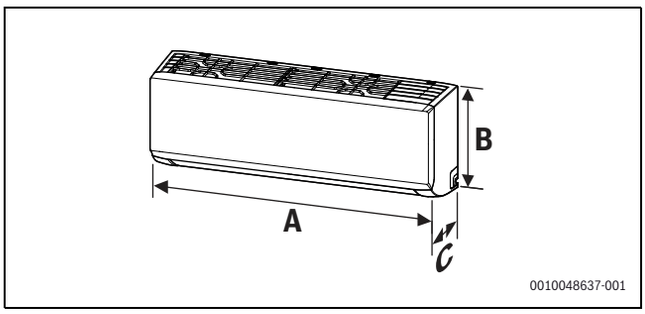
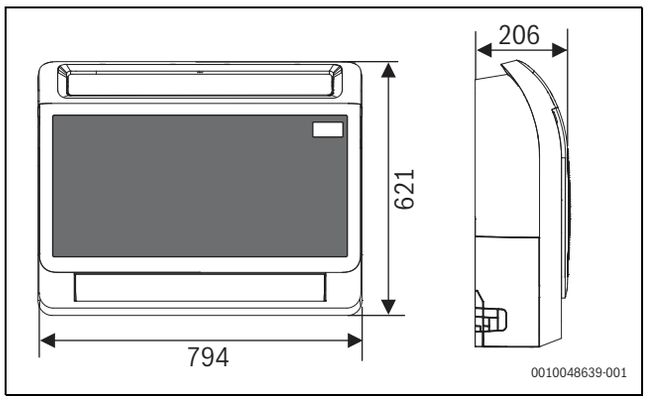
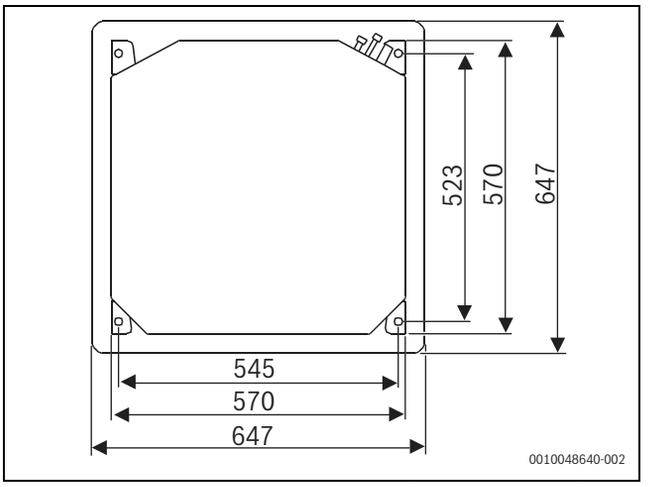

Bild 2 Abmessungen Inneneinheit (Wandinstallation)
Bild 4 Abmessungen Inneneinheit (Konsole) (Maße in mm)
Bild 6 Abmessungen Inneneinheit (Deckenkassette) (Maße in mm)
- Die Abmessungen der Inneneinheit müssen beachtet werden (→ Bild 2, Bild 4 und Bild 6).